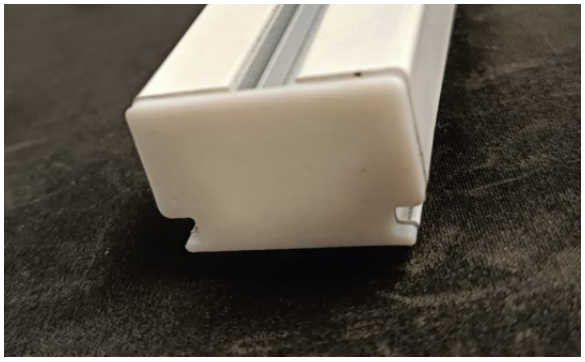

Рис. 4.1
4.1. Вставить *Заглушку боковую плоскую тип S* в край карниза (Рис. 4.1)